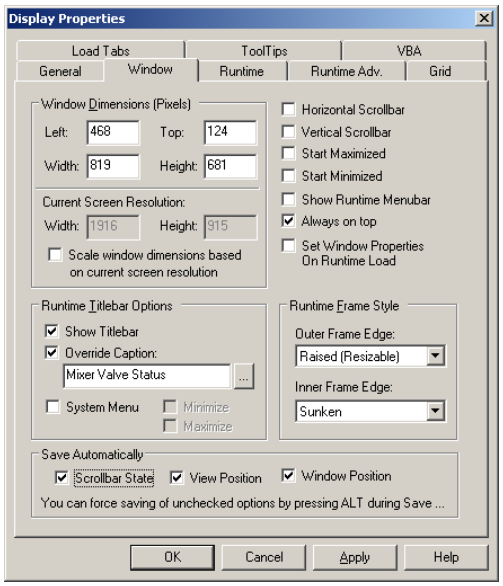

Figure L13.14 - Display Properties: Window Tab
17. Also, **uncheck** all other options except for "**Always on Top**," as depicted in Figure L13.14.
Note: The Windows Dimensions in Figure L13.14 may not match what you have currently configured. Leave your dimensions as they are.
30. Highlight **MixerA**, as depicted in Figure L13.14.